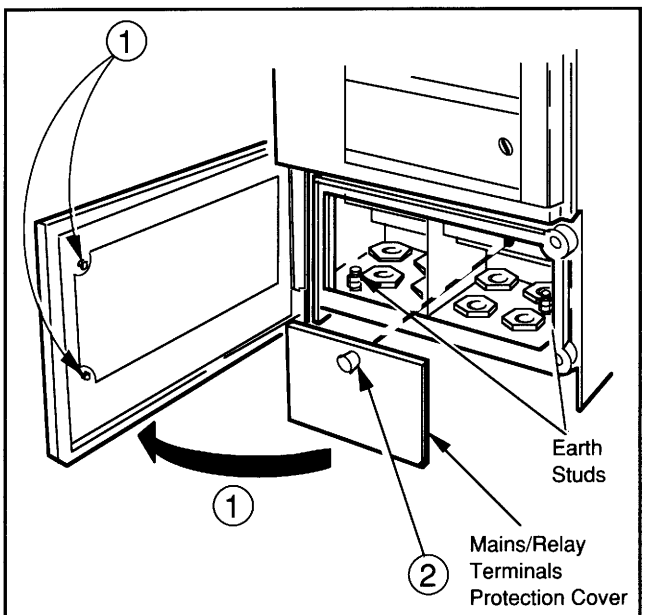
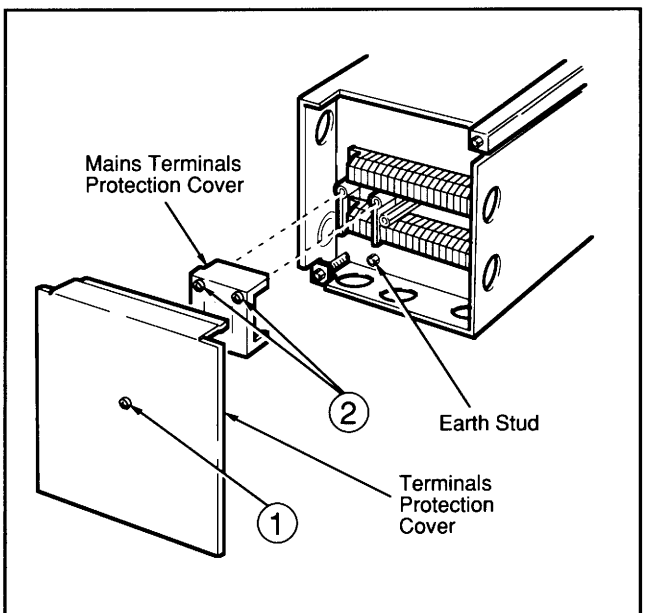

Fig 5.1 Access to Terminals (Wall-/Pipe-Mounted Instruments)
Fig 5.2 Access to Terminals (Panel-Mounted Instruments)
5.1.1 Wall-/Pipe-Mounted Instruments – Fig. 5.1
① Slacken the two quick-release fasteners and open the lower panel, hinged at the left hand edge.
② Unscrew the knurled nut and remove the mains/relay terminal protection cover.
5.1.2 Panel-Mounted Instruments – Fig. 5.2
① Unscrew and remove the terminal protection cover.
② Remove the two screws and take off the mains terminal protection cover.